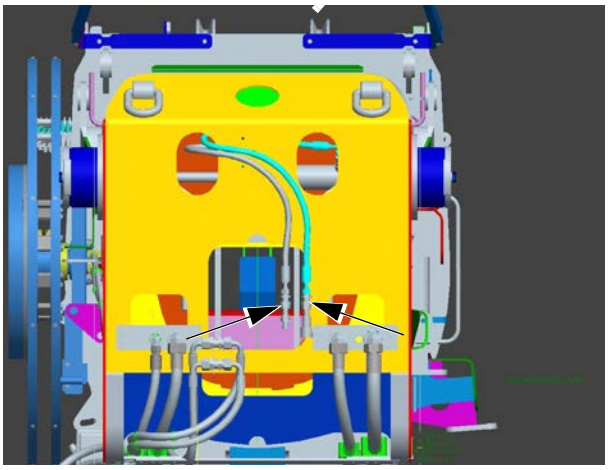

FIGURA 4-12
**24.** Desconecte as mangueiras dos cilindros do pino do contrapeso (Figura 4-11) e conecte ao cilindro do pino da lança. As mangueiras do cilindro do pivô da lança são acessadas pela traseira da lança (Figura 4-12).